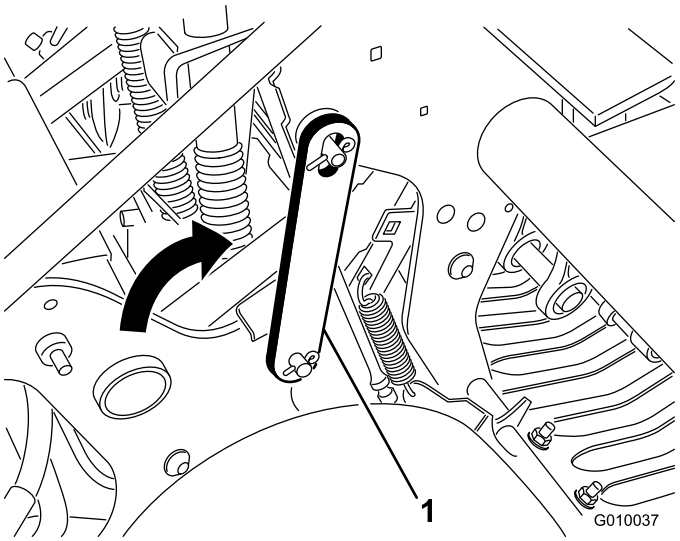

**Figur 22**
3. Vri servicelåsen bakover og før på luftehodesplinten (Figur 22). Fest den med klipsring.